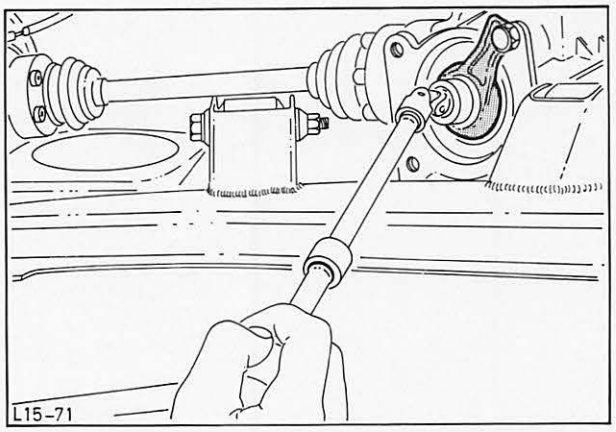

Abb. 107 Selbstsichernde Mutter – Antriebskegelrad abschrauben
10. Selbstsichernde Mutter – Antriebskegelrad mit Halteschlüssel 15-012 und Spezialnuß 15-013, wie in Abb. 107 gezeigt, abschrauben. Antriebskegelrad im Uhrzeigersinn drehen.